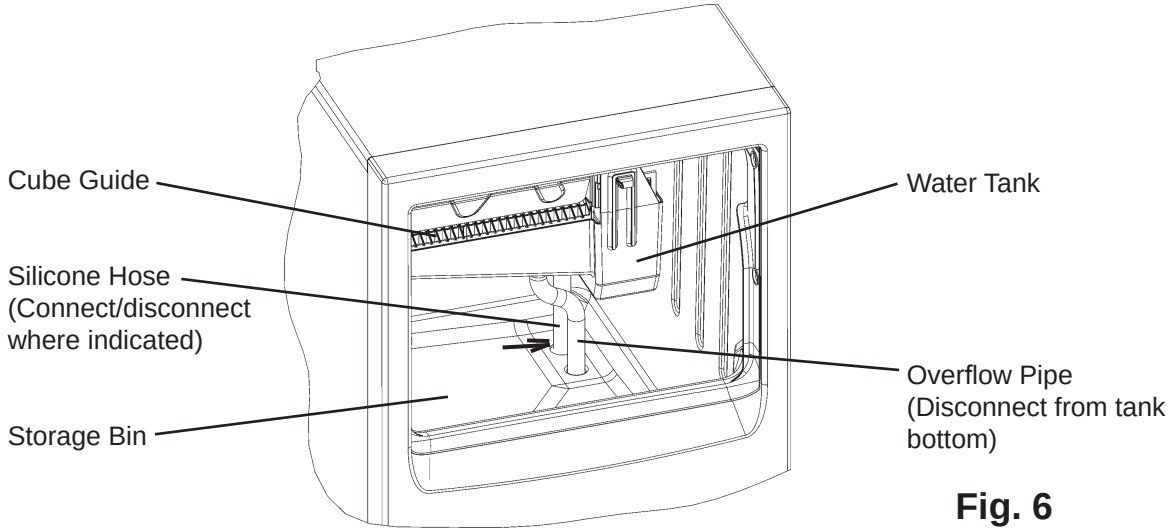

Fig. 6
2) Drain the water tank by pulling off the overflow pipe from the water tank bottom and the silicone hose from the storage bin bottom. See Fig. 6.